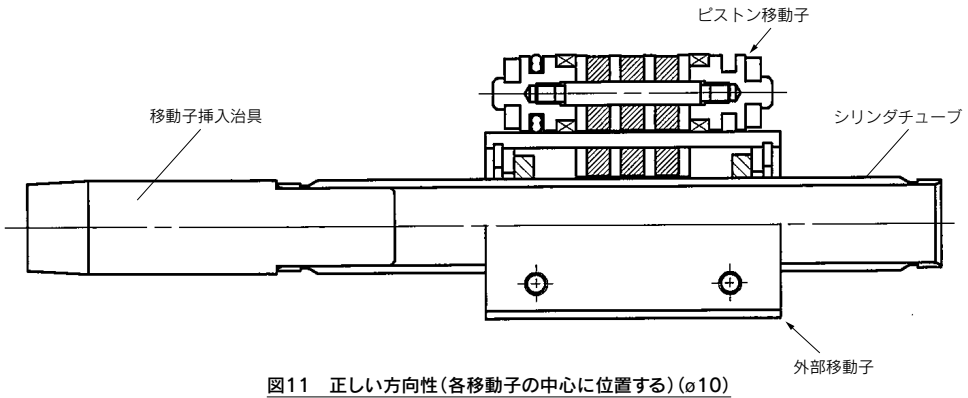
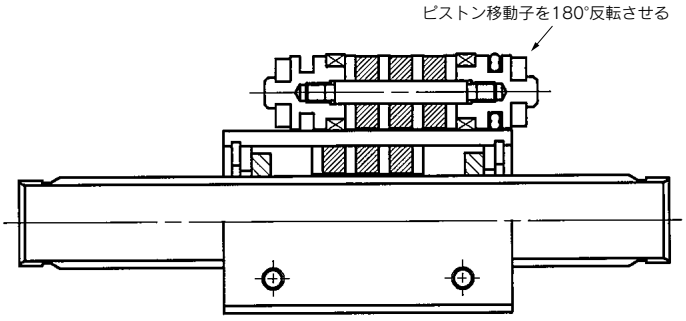

図11　正しい方向性（各移動子の中心に位置する）（ø10）
図12　間違った方向性（各移動子の中心に位置しない）（ø10）
(3)図12のようにピストン移動子が外部移動子の中央で吸着できない場合は、ピストン移動子を180°反転して図11のようにしてください。間違った方向で各移動子をシリンダチューブに挿入すると、正常な磁石保持力は発生しません。また、正常なストロークも出ません。ご注意ください。
(5)各移動子が図11の状態であることを確認したうえ、グリースを塗布した外部移動子をシリンダチューブに挿入してください。